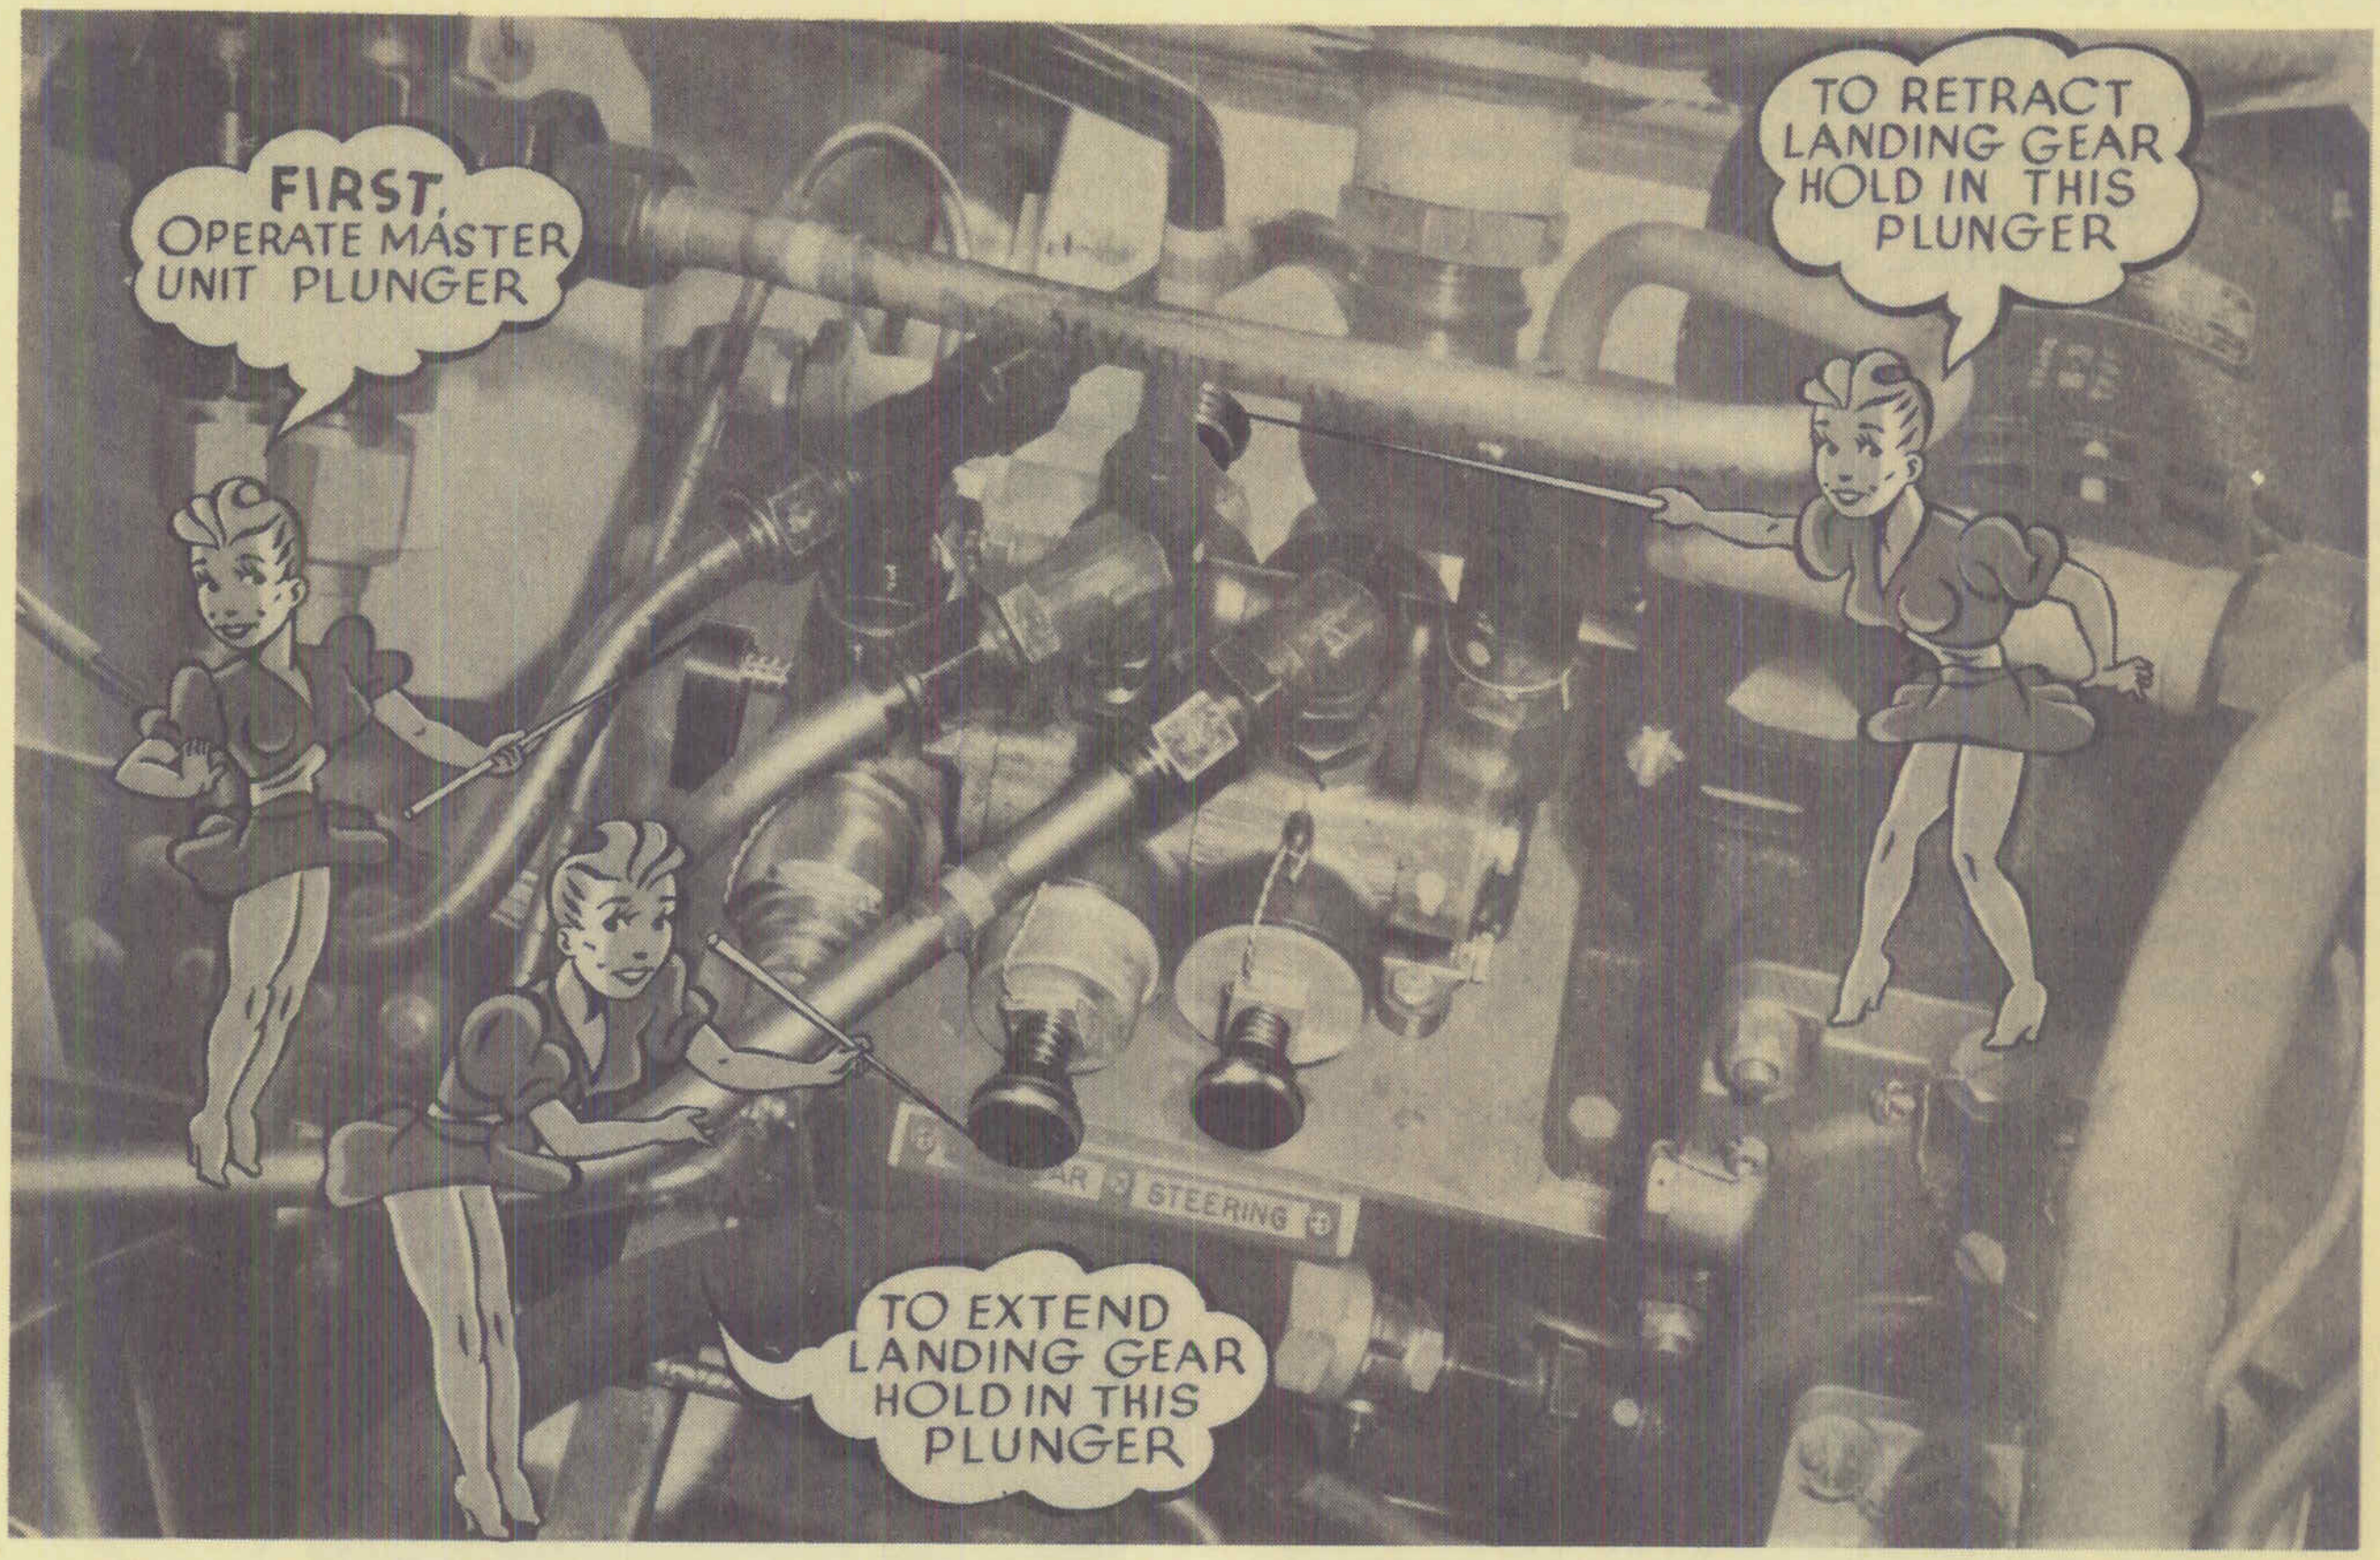

Figure 3-8. Main Selector Valve Manual Controls (In Right Rear of No. 2 Bomb Bay)
b. Crew—Main selector valve master unit plunger—Push in and lock-turn. (See figure 3-8.)